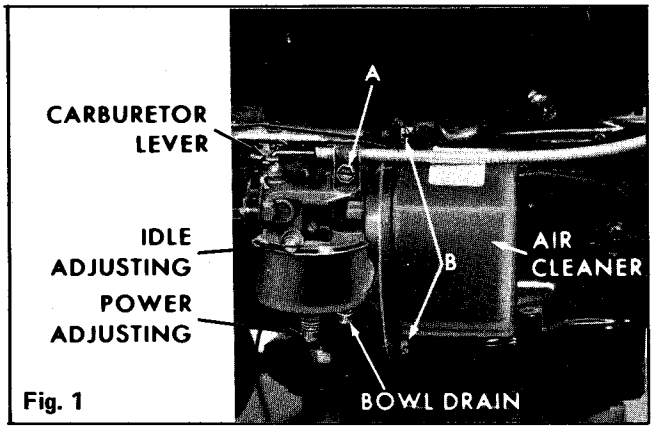

Fig. 1
1. Close power adjusting needle by turning to right (clockwise). Close finger tight only. Forcing will cause damage. (See Fig. 1).
3. Close idle adjusting needle by turning to right (clockwise). Close finger tight only. Forcing will cause damage. (See Fig. 1).
8. Allow several seconds between each adjustment when performing either step six (6) or seven (7) to allow engine to react to new setting.
A) Loosen the two screws (B) holding air cleaner element to the carburetor (See Fig. 1).